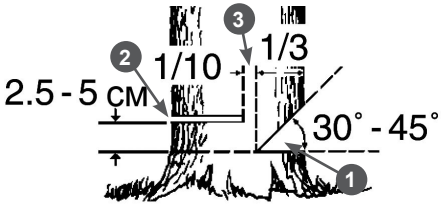

Рис. 10 Расположение запила, пропила и недопила
7. Начните пилить с той стороны дерева, куда оно должно упасть (Рис. 10). Сделайте запил 1 с той стороны, куда должно упасть дерево, глубиной примерно 1/3 диаметра ствола и под углом от 30 до 45 градусов (Рис. 10). В начале пиления первым должен коснуться дерева зубчатый упор. Затем, используя зубчатый упор в качестве точки вращения, вращением электропилы погружайте шину с движущейся цепью в древесину. При спиливании крупных деревьев перестановку упора делают несколько раз.
8. Сделайте основной валочный пропил 2 с противоположной стороны, выше основания запила на 2,5-5 см. Между основным пропилом и запилом должен оставаться недопил 3 равный примерно 1/10 диаметра ствола. Вставьте своевременно клин в пропил. Недопил 3 действует как шарнир и позволяет контролировать падение дерева (Рис. 10).
Ни в коем случае не допиливать до конца недопил 3 (Рис. 10), так как при этом невозможно контролировать направление падения дерева.